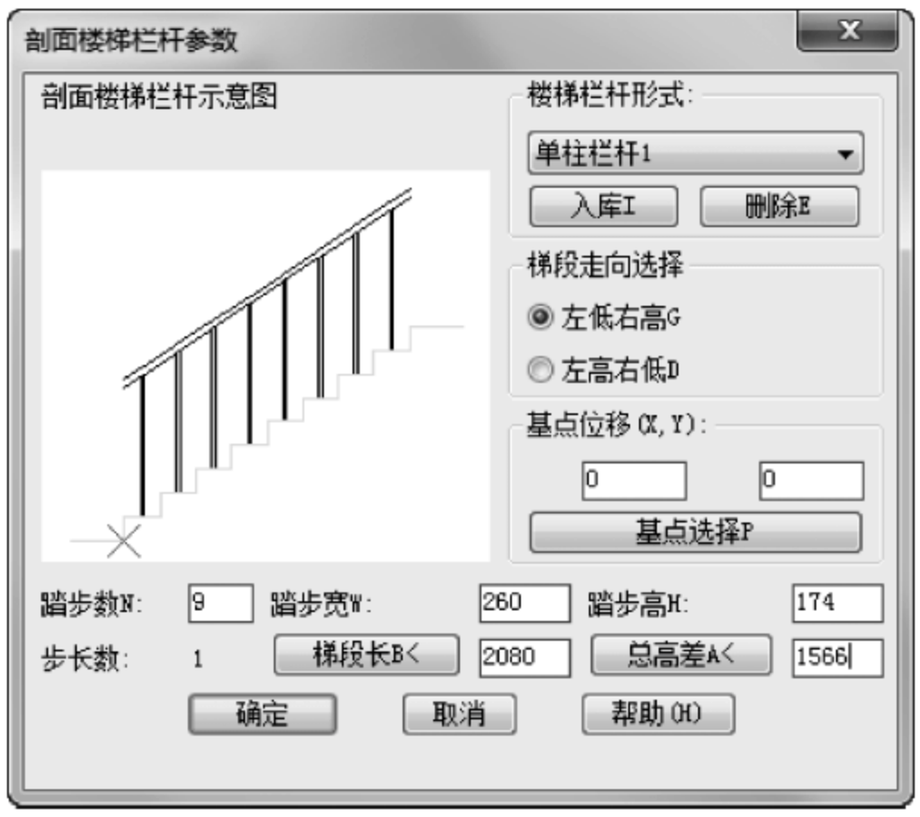
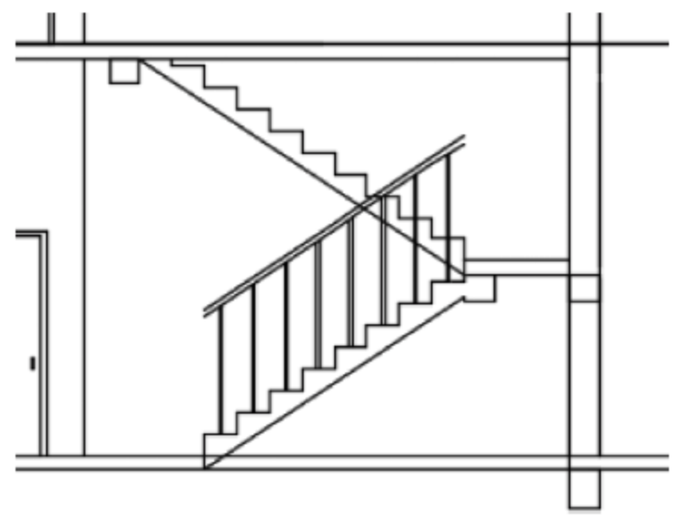

图 18-166　“剖面楼梯栏杆参数”对话框
图 18-167　首层楼梯栏杆图
(1) 单击菜单中的“剖面”→“参数栏杆”命令，系统打开“剖面楼梯栏杆参数”对话框，按照尺寸对其参数进行设置，如图 18-166 所示，在首层选择楼梯合适的位置为插入点将其插入，结果如图 18-167 所示。